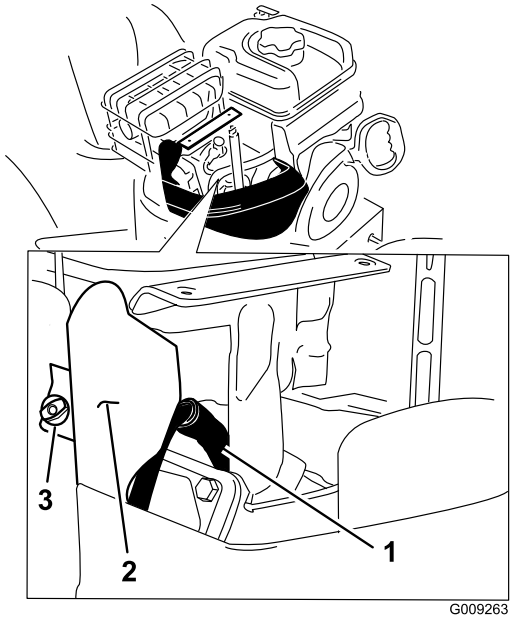

Figur 56
4. Fjern beslagets fingerskrue og beslaget (Figur 56).
5. Rengør området omkring den nederste del af tændrøret (Figur 56).